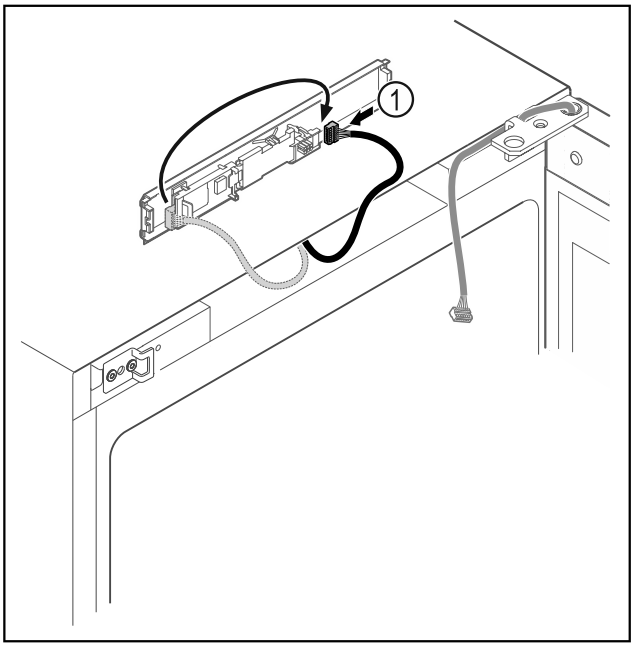

Fig. 13
▶ Enchufar el conector *Fig. 13 (1)* en otra posición en la platina.